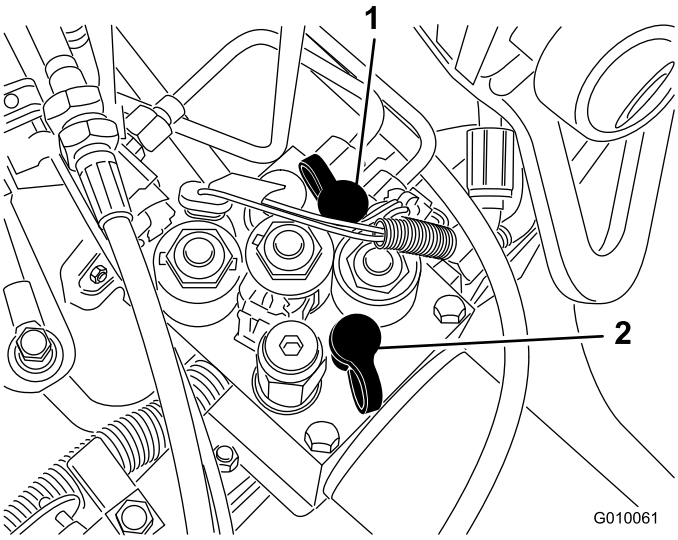

Figur 61
- Teståpning G 2 (Figur 61) brukes til å hjelpe til med feilsøking i trekkmatingskretsen.
- Teståpning G 1 (Figur 61) brukes til å hjelpe til med feilsøking i trykket i løftekretsen.